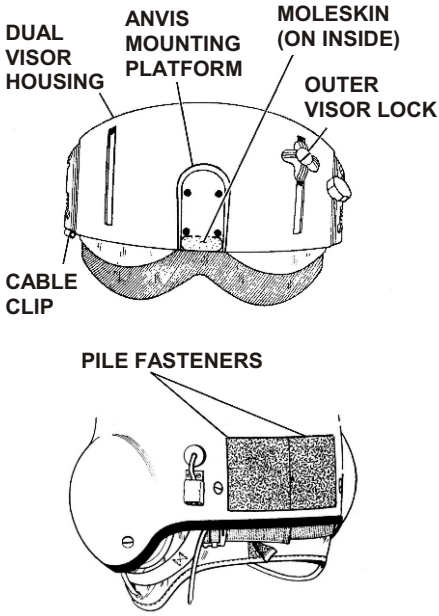

Figure 8. Dual Visor Assembly
4. Attach moleskin lens guards to the inside of the visor housing around the ANVIS mounting platform as shown in Figure 8.
8. Attach the pressure-sensitive pile fastener to the center rear of the helmet as shown in Figure 8.